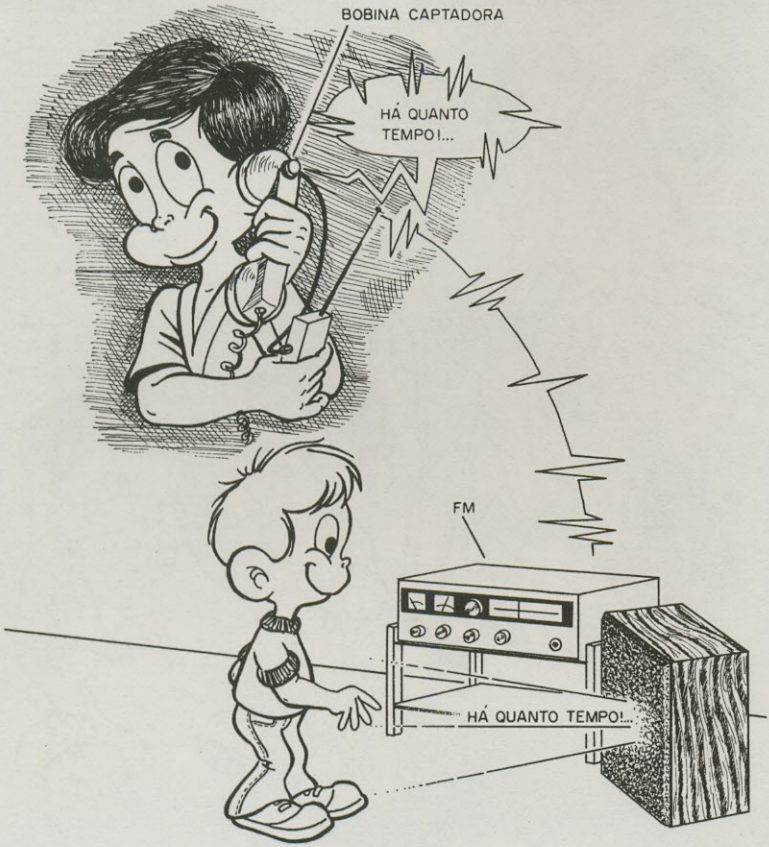

FIGURA 2
c) Comunicador secreto - esta função sem dúvida agradará as crianças que podem usá-lo para brincar de agente secreto, conforme sugere a figura 2. Você mesmo poderá usá-lo para ouvir conversas secretamente, escondendo-o em local apropriado.